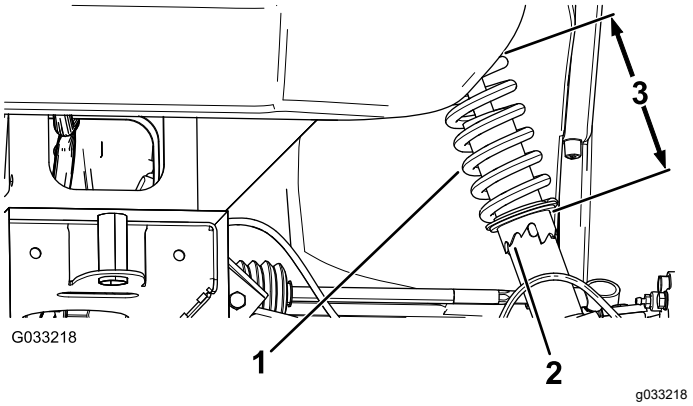

Figur 53
2. Justera hjulet till rätt riktning genom att rotera kragen på stötdämparen med rörtången om hjullutningen är felinställd (Figur 53).